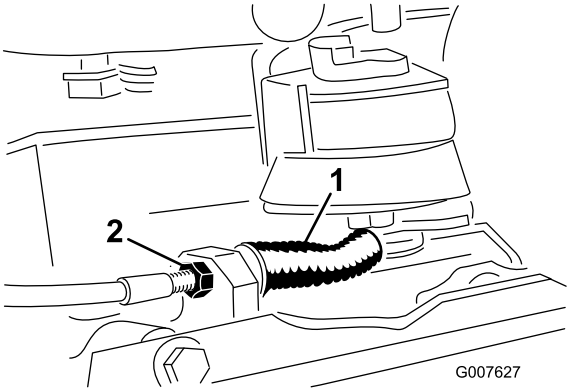

**Figur 37**
- Du reduserer kabelspenningen ved å løsne den fremre kabellåsemutteren og stramme den bakre låsemutteren (Figur 37). Gjenta trinn 1 og 2, og juster på nytt om nødvendig.
- Du øker kabelspenningen ved å stramme den fremre kabellåsemutteren og løsne den bakre låsemutteren (Figur 37). Gjenta trinn1 og 2, og juster på nytt om nødvendig.